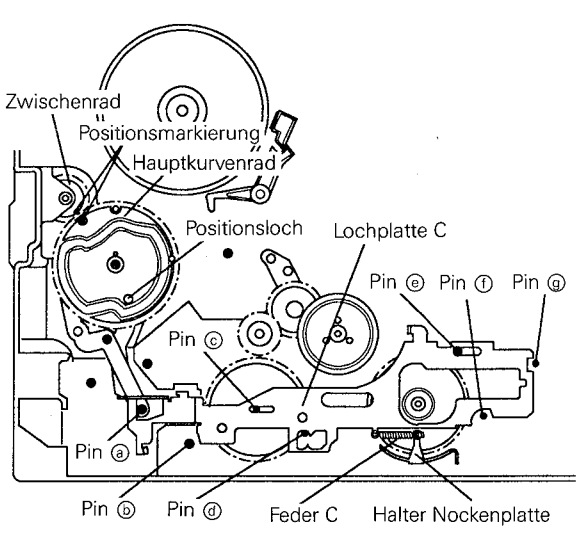

Abb. 2-15-2 F0D040
C. Beim Aufsetzen des Kurvenrades 1 sicherstellen, daß die Position der Hebel RS und C sich nicht verändert. Das Kurvenrad mit dem Sicherungshebel sichern. (Siehe Abb. 2-15-2)
D. Unterlegscheibe auf Pin ⓒ aufsetzen (siehe Abb. 2-15-2) und die Nockenplatte C so einbauen, daß die Positionslöcher der Platte mit den Pinen ⓐ ~ ⓖ übereinstimmt.
E. Die Feder C der Nockenplatte an der Nockenplatte C und an dem Nockenplattenhalter befestigen. (Siehe Abb. 2-15-2)